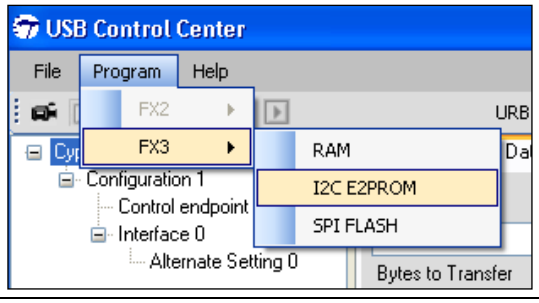
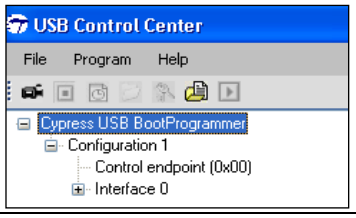

Figure 23　　Program > FX3 > I2C E2PROM を選択
Figure 24　　「Cypress USB BootProgrammer」として FX3 の再エニュメレート
4. EEPROM をプログラムする前に、EEPROM のアドレス信号がスイッチ SW40 を使って正しく設定されたこと (マイクロチップの 24AA1025 製品では、1-8 ON, 2-7 ON, 3-6 OFF) を確認してください。また、DVK 基板では、I²C クロック (SCL) とデータ ライン (SDA) のジャンパ J42 および J45 のピン 1 と 2 を短絡させる必要があります。コントロール センター内で FX3 デバイスを選択します。次に、**Figure 23** に示すように Program > FX3 > I2C E2PROM を選択してください。これにより、特別な I²C ブート ファームウェアが FX3 デバイスにプログラムされ、その後 FX3 に接続された I²C デバイスのプログラミングが可能になります。ここで、**Figure 24** のように FX3 デバイスは「Cypress USB BootProgrammer」として再エニュメレートします。